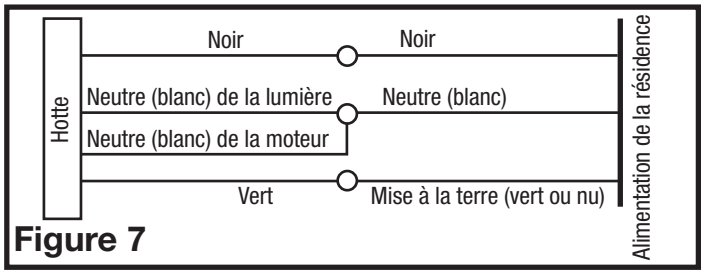

Figure 7
1. Connecter les deux fils lâches Blancs de la hotte de cuisine au fil Blanc de l'alimentation, et le fil lâche Noir de la hotte au fil Noir de l'alimentation. Connecter le fil de mise à la terre (vert ou dénudé) de l'alimentation à la vis verte de mise à la terre de la hotte. Utiliser des méthodes de connexion approuvées pour toutes les connexions **(Figure 7).**